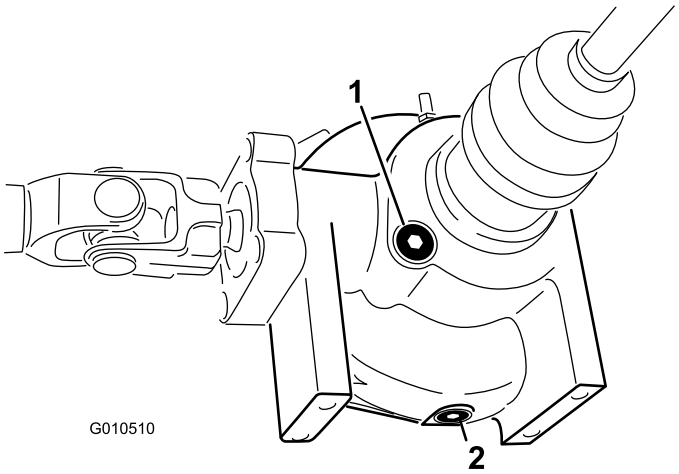

Rysunek 51
2. Oczyść obszar wokół korka spustowego z boku mechanizmu różnicowego (Rysunek 51).